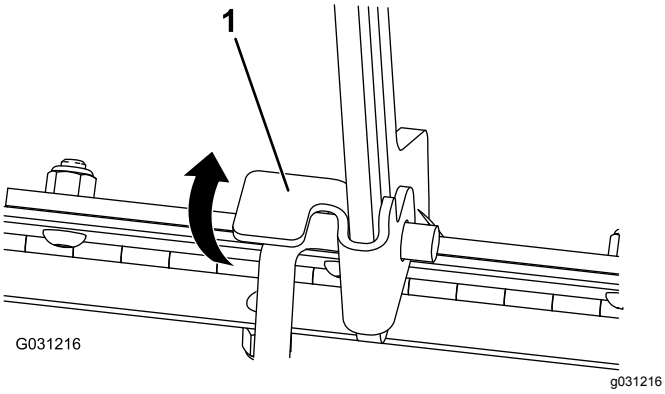

**Rysunek 40**
1. Unieś za uchwyt zabezpieczający podpórkę (Rysunek 40)